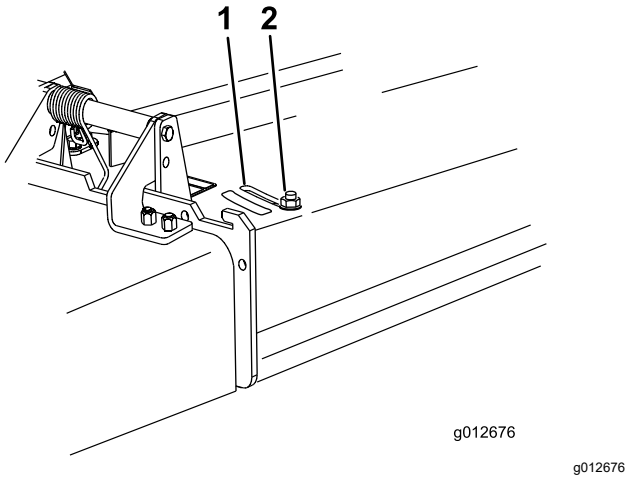

Bild 22
3. Lösen Sie die Mutter, um das Ablenkblech einzustellen (Bild 22).